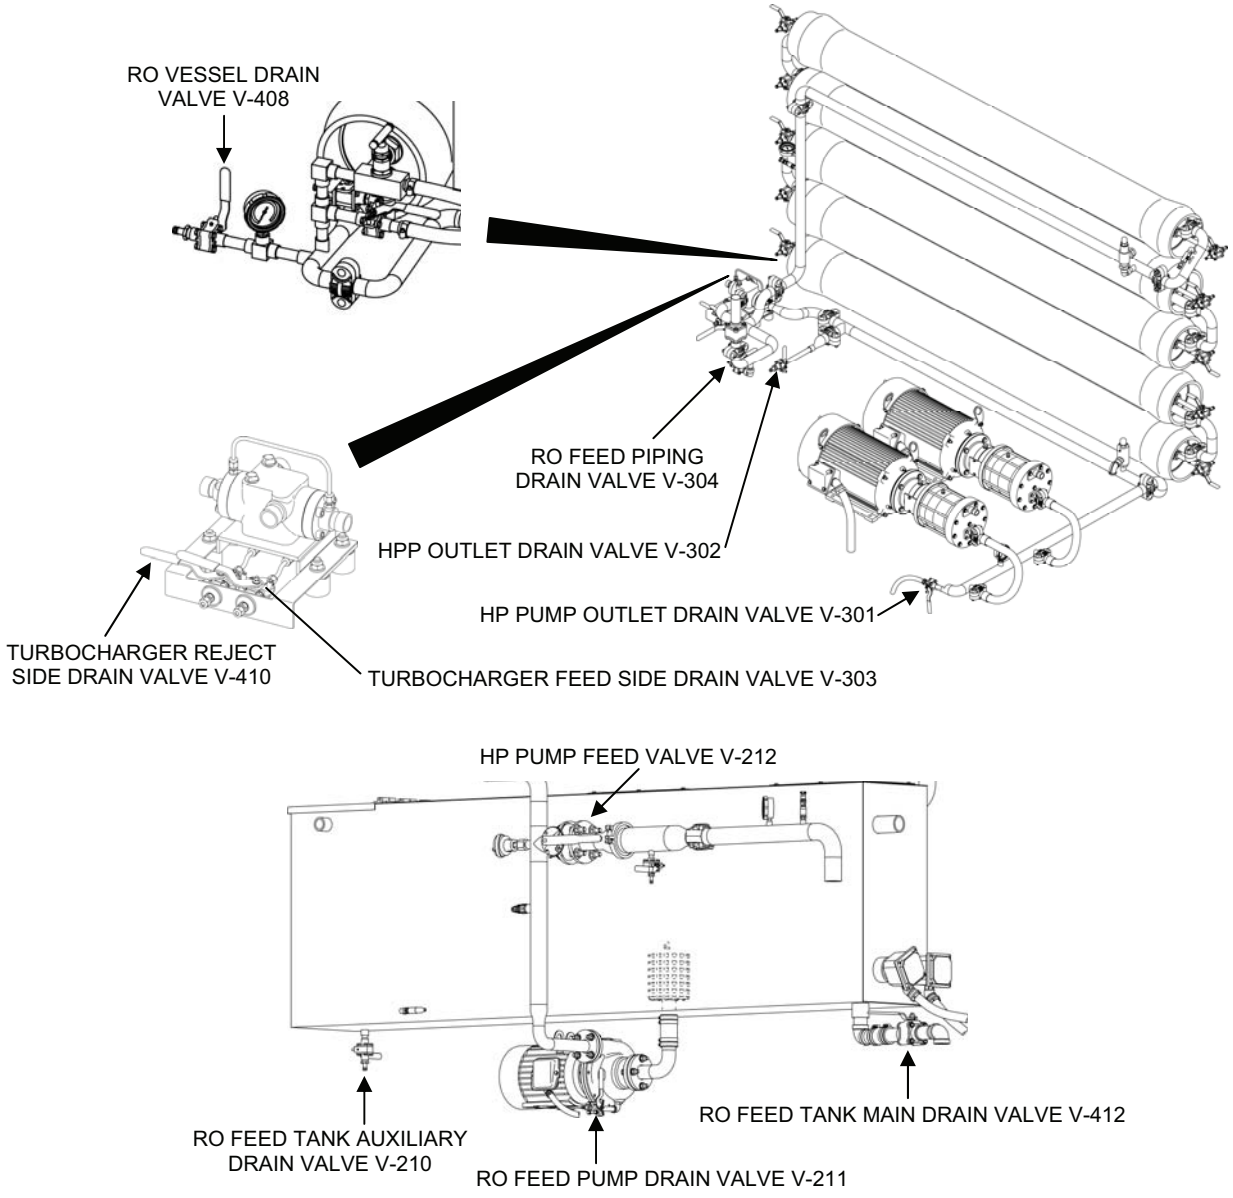

Figure 15. Valves to Operate at the End of RO Preservation for Storage.
e. Open Main Tank Drain Valve V-412 (Figure 15).
g. Open all RO system drain valves (Figure 15).